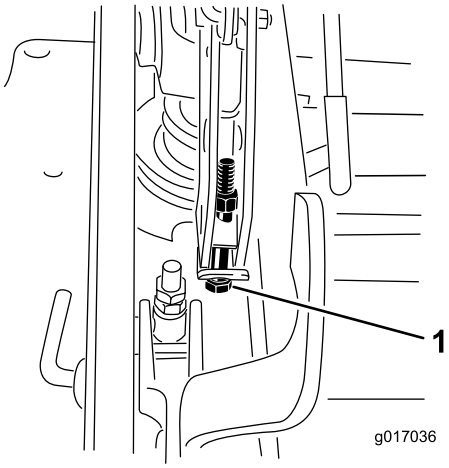

Figur 89
13. Hvis skjoldet er for lavt, skal bolten til enkeltpunktsjusteringen drejes med uret, så den strammes. Hvis skjoldet er for højt, skal bolten til enkeltpunktsjusteringen drejes mod uret, så den løsnes (Figur 89).